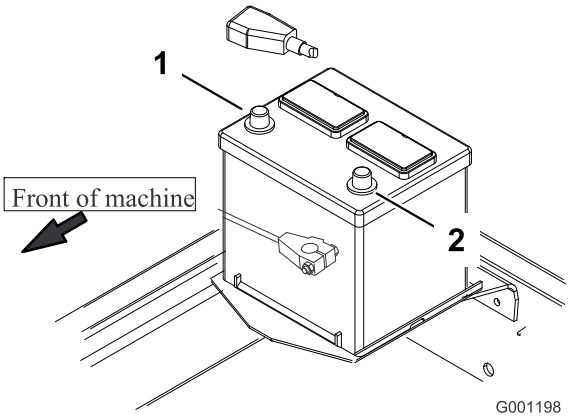

Figur 11
8. Monter først pluskablet (rødt) på pluspolen (+) og derefter minuskablet (sort) på minuspolen (-) på batteriet (Figur 11), og skub gummikappen over batteriets pluspol for at forhindre en mulig kortslutning.